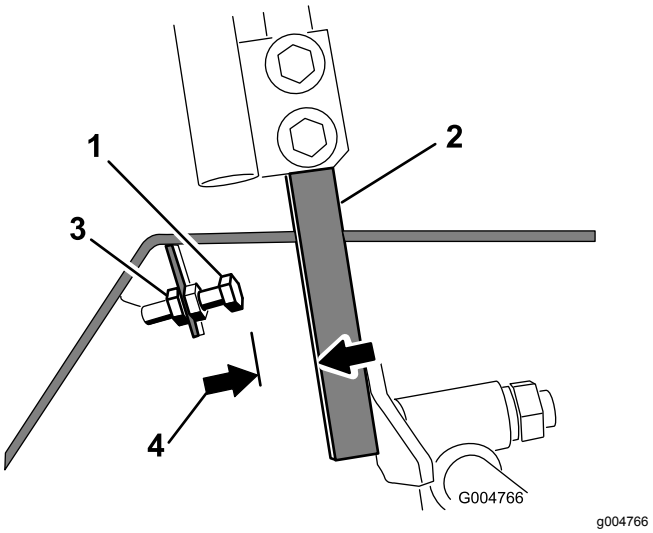

Bild 54
4. Lösen Sie die Klemmmutter an der Anschlagschraube für einen Fahrantriebshebel (Bild 54).